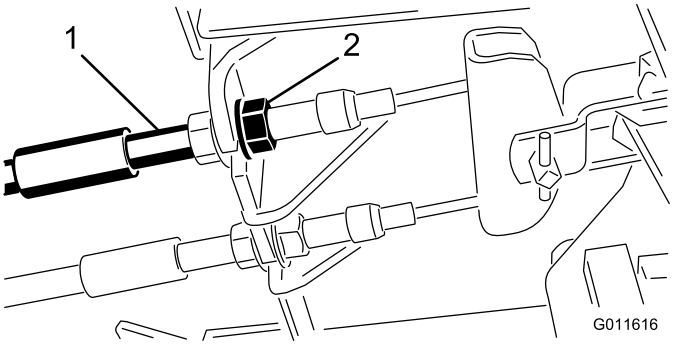

Figura 55
1. Para reducir la holgura de los pedales de freno, apriete los frenos aflojando la tuerca delantera del extremo roscado del cable de freno (Figura 55).